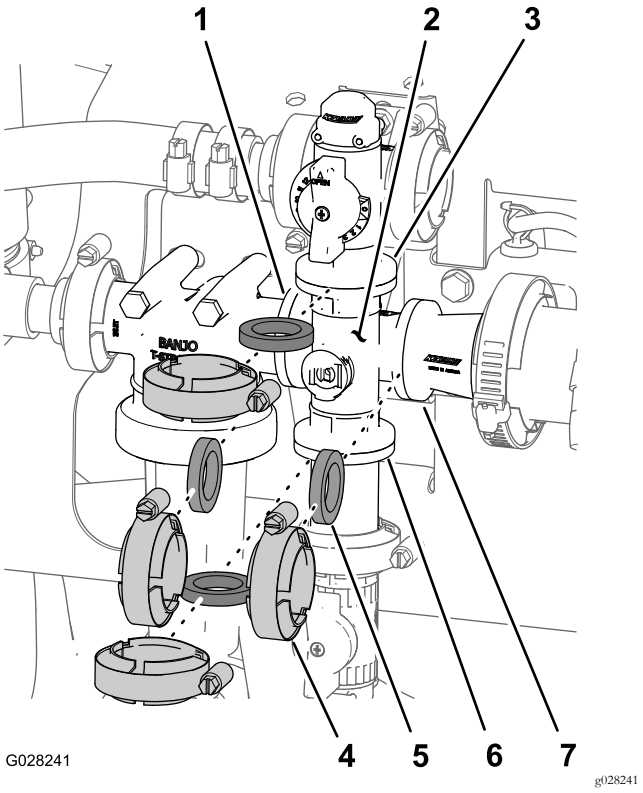

Figura 112
1. Retire as braçadeiras e juntas que fixam o coletor da válvula de agitação à válvula de distribuição de agitação, cabeça do filtro de pressão, acoplador de redução e união adaptadora (válvula do acelerador da agitação) como se mostra na Figura 112.